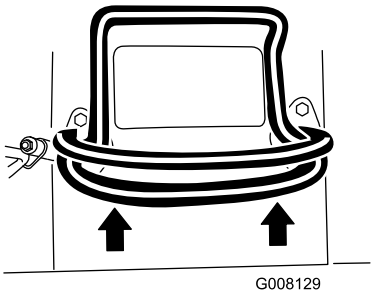

Figuur 9
- Om vooruit te rijden, beweegt u de tractiehendel naar voren (Figuur 9).